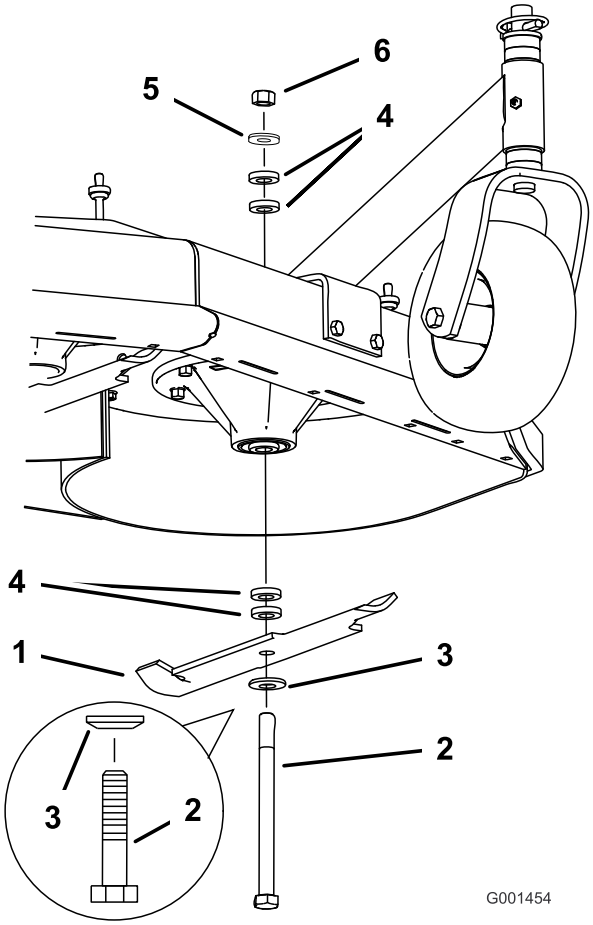

Figur 15
4. Hold skæreknivsbolten fast, og fjern møtrikken. Skub bolten ned gennem spindlen, og tilpas afstandsklodserne efter behov (Figur 15).
5. Monter bolten, den buede møtrik og skærekniven. Tilføj ekstra afstandsklodser, og fastgør dem med en tynd skive og en møtrik (Figur 15).